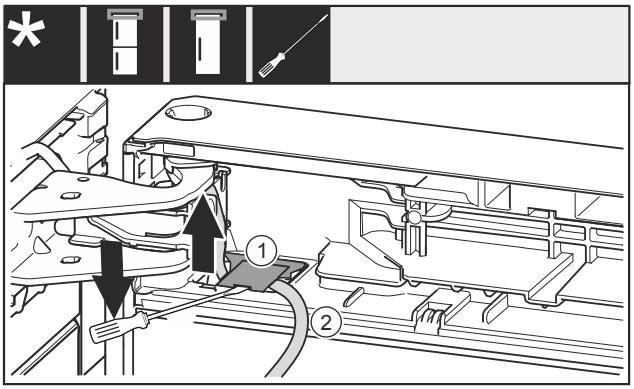

Fig. 15
▶ Paceliet ar plakano skrūvgriezi pārsegu *Fig. 15 (1)* un izvelciet.
▶ Izvelciet kabeli *Fig. 15 (2)*.